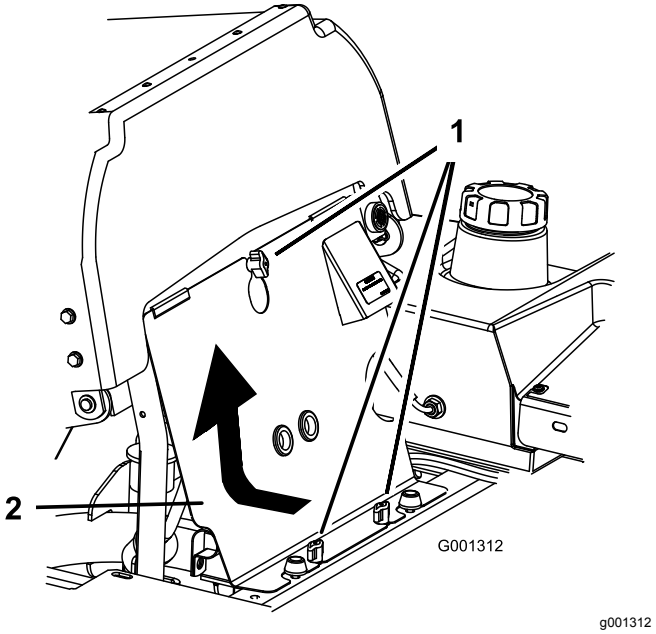

Figur 88
3. Løsne fremre motorpanelknotter og fjern panelet (Figur 88).